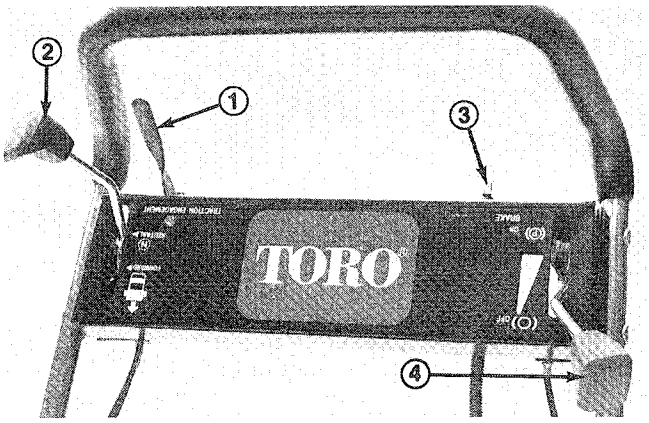
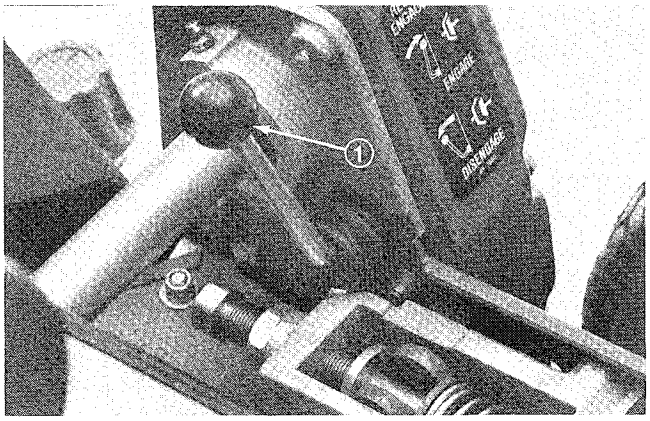

**Figure 15**
**Figure 16**
**Traction Engagement Lever** (Fig. 15) - Located on front right side of control panel. Lever has two positions: NEUTRAL and FORWARD. Pushing lever forward engages traction drive.
**On/Off Switch** (Fig. 15) - Located on left rear side of control panel. Move switch to ON position to start engine and Off to stop engine.
**Service/Park Brake** (Fig. 15) - Located on left front side of control panel. Use brake to slow or stop machine. The brake can also be used as a parking brake. Pulling the lever back over center will set the parking brake.
**Throttle Control** (Fig. 15) -Located on rear right side of control panel. Lever connects to and operates throttle linkage to carburetor. Control has two positions: SLOW and FAST. Engine speed can be varied between the two settings.
**Reel Drive Engagement Lever** (Fig. 16) - Located on right front corner of machine. Lever has two positions: ENGAGE and DISENGAGE. Pull up on lever to engage reel or push down on lever to disengage reel.
1. Make sure traction (Fig. 15) and reel drive (Fig. 16) levers are in DISENGAGED position.
3. Move ON / OFF switch (Fig.15 ) to ON position .
4. Move throttle control (Fig. 15) to FAST position.